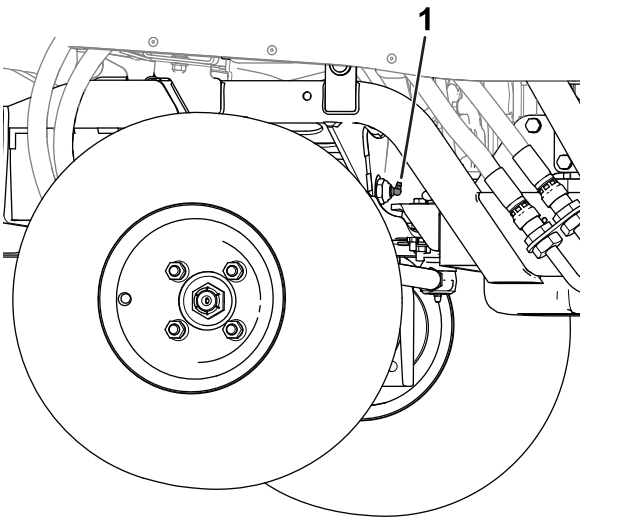

Figura 49
- Perno di articolazione dell'assale (Figura 49)